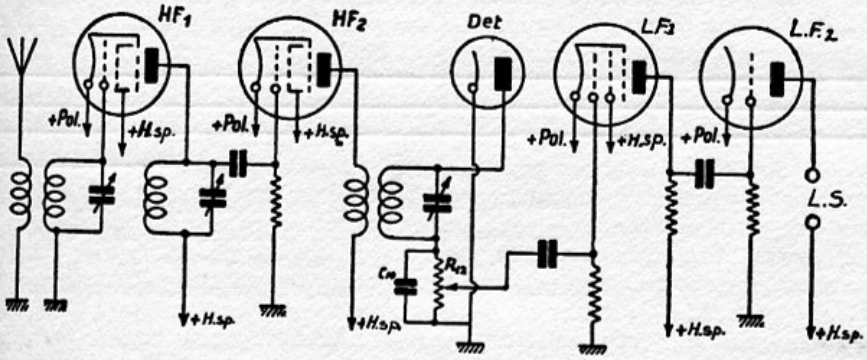

Fig. 74. Het „geraamte-schema" of „principe-schema" van een ontvanger met twee trappen H.F.-versterking.
W. — Zooals je uit fig. 74 kunt zien, ga ik zelfs nog verder, door ook op op de eerste laagfrequent-trap een pentode te gebruiken. Tegenwoordig worden liefst pentoden daarvoor gebruikt, vanwege de groote versterking,